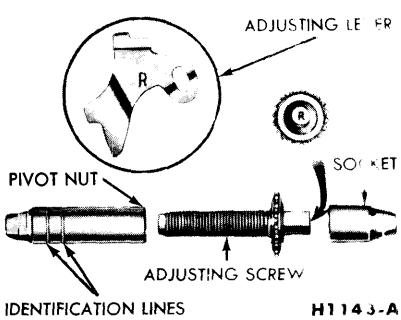

FIG. 9—Adjusting Screws and Lever Identification
Interchanging the brake shoe adjusting screw assemblies from one side of the car to the other would cause the brake shoes to retract rather than expand each time the automatic adjusting mechanism operated. To prevent installation on the wrong side of the car, the socket end of the adjusting screw is stamped with an R or L (Fig. 9). The adjusting pivot nuts can be distinguished by the number of lines machined around the body of the nut. Two lines indicate a right hand nut; one line indicates a left hand nut.
10. Hook the cable hook into the hole in the adjusting lever The adjusting levers are stamped with an R or L to indicate their installation on a right or left hand brake assembly (Fig. 9).